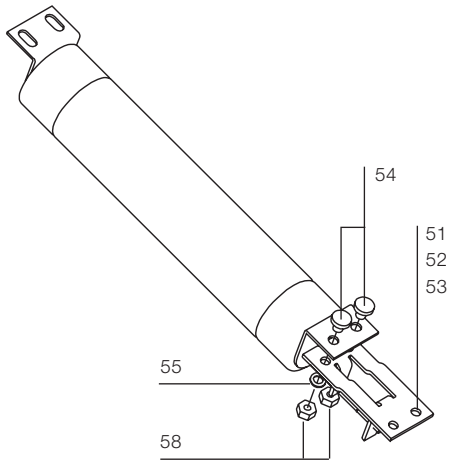

Fig. 20a
a) Montaggio degli adattatori (fig. 20a)